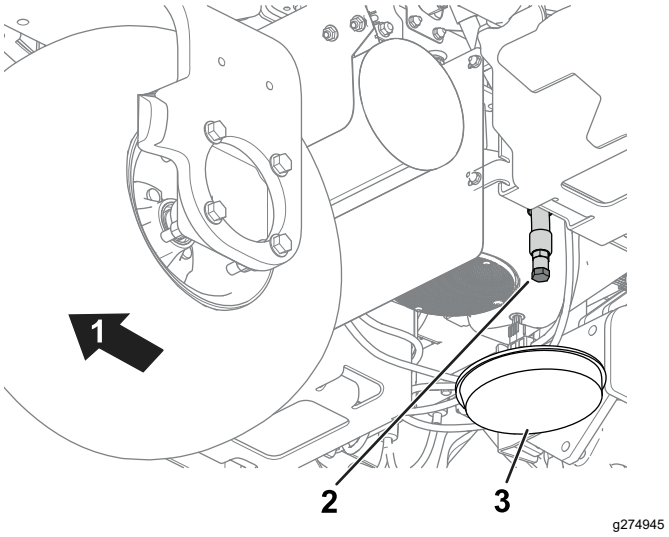

Figura 43
1. Retire o tampão de escoamento (Figura 43) e deixe o óleo escorrer para um recipiente adequado.
2. Limpe as roscas do tampão de escoamento e coloque o tampão de escoamento (Figura 43).